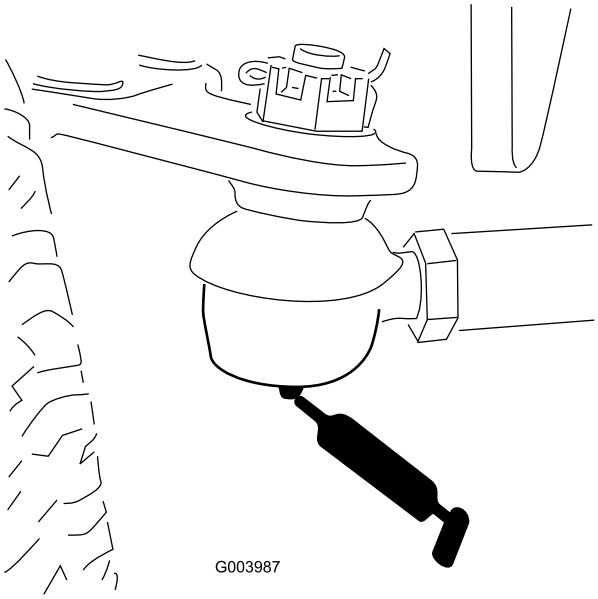

Figur 50
- Bakaxelns dragstång (2) (Figur 50)